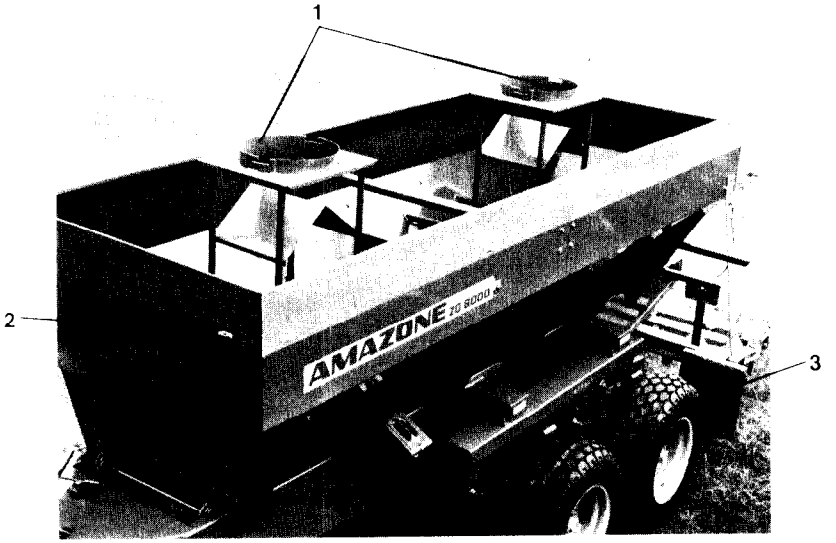

Fig. 23
1. **Abdeckplane** mit Stützrohr. Die Plane wird über die Stützrohre (Fig. 9/5) gespannt und mit Planenhaltern (Fig. 23/2) an den Kastenwänden befestigt.
2. **Abdeckplane mit Einfüllstutzen** zur staubfreien Befüllung aus dem Silo. Stutzen-Außendurchmesser D = 425 mm (Fig. 23/1). Die Befüllung erfolgt beim ZG 5000 mit einem Einfüllstutzen in Kastenmitte, beim ZG 8000 mit zwei Einfüllstutzen (Fig. 23/1) im hinteren und vorderen Bereich des Kastens.
6. **Spritzschutz für Streuschnecke** (Fig. 23/3) für schnelle Straßenfahrt bei regnerischem Wetter. Der Spritzschutz verhindert, daß hinter der Bereifung aufspritzendes Wasser von unten an die Streumulde gespritzt wird, wodurch die Streugenauigkeit beeinträchtigt werden könnte.